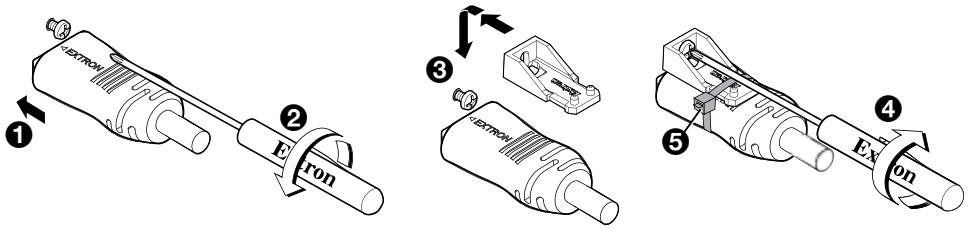

Figure 3. Installing the Lockit Plus Lacing Bracket
1. **Plug in the cable** – Connect the HDMI cable to the port (see figure 3, ❶).